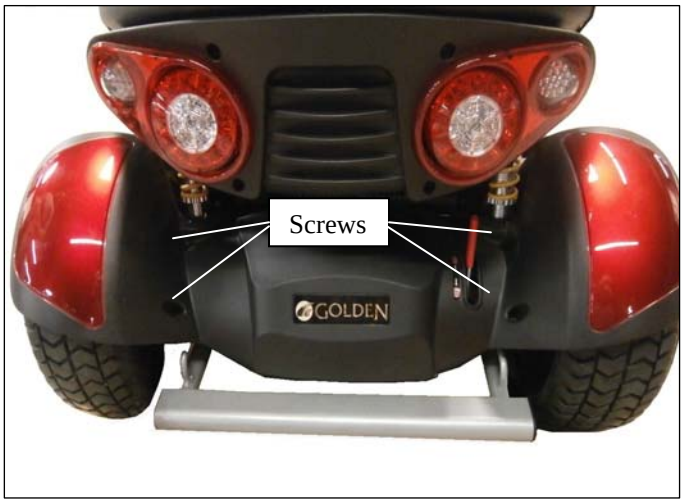

Figure 11. Rear Shroud
1) Remove the rear shroud. See figure 11 on page 18.
6) Remove the (4) Phillips screws that fasten the rear shroud and remove the shroud. See figure 11.
2) Place a support under the scooter frame forward of the u-brackets to raise the drive wheels off the ground to allow removal of the transaxle. See figure 11.